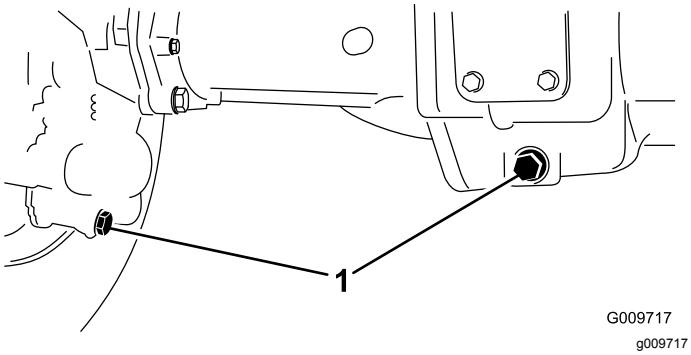

Figur 75
2. Rengjør områdene rundt de tre tappepluggene, én på hver ende og én i midten (Figur 75).